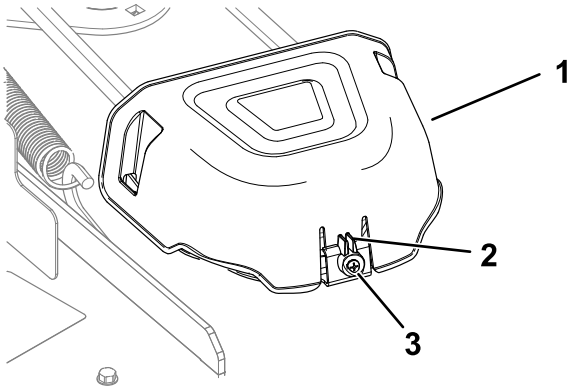

Figur 55
5. Løsn skruen, og tryk tappen på dækslet ind for at fjerne remskivedækslerne (Figur 55).